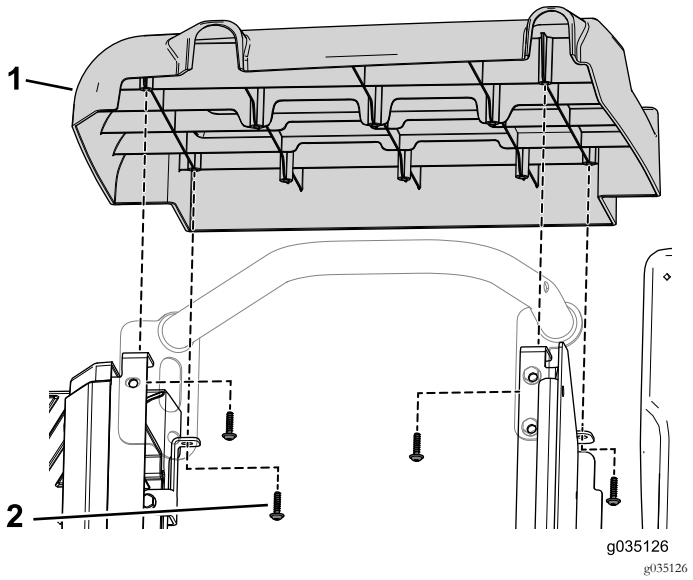

Figuur 94
5. Gebruik de 8 zelftappende schroeven (3/32 x 7/8 inch) om de bij de set geleverde zijpanelen links en rechts aan de voorste stoelbasis te bevestigen (Figuur 94).